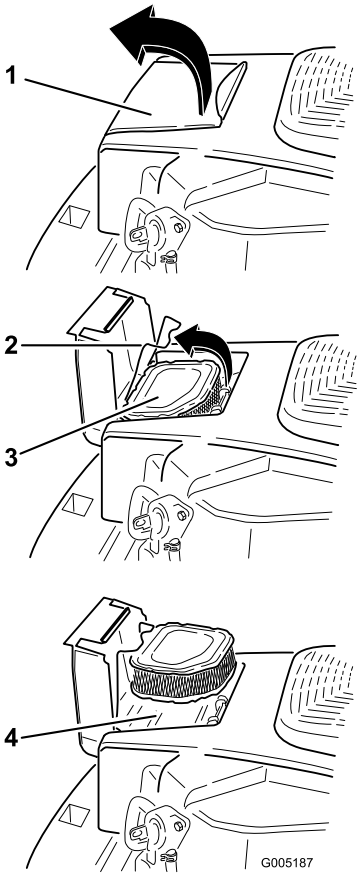

Bild 30
1. Öffnen Sie die Tür an der Luftfilterabdeckung am Gebläsegehäuse, um an den Luftfiltereinsatz zu gelangen (Bild 30).
2. Haken Sie den Riegel aus und nehmen Sie den Luftfiltereinsatz heraus (Bild 30).